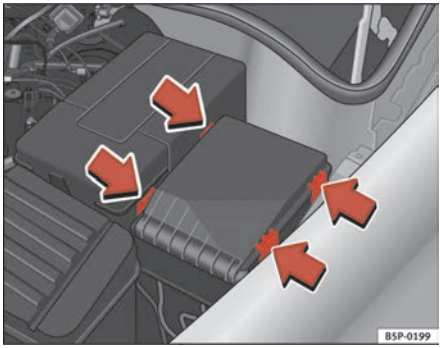

Fig. 181 Fuse box cover in engine compartment
– Prise off the fuse cover in the engine compartment by pressing the tabs towards the centre of the cover ⇒ fig. 181.